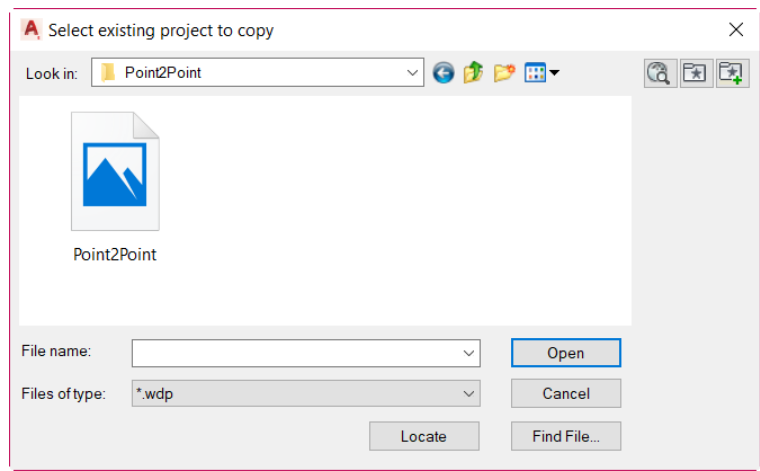

***Figure 2-68** The **Select existing project to copy** dialog box*
2. Choose **Browse** from this dialog box; the **Select existing project to copy** dialog box is displayed. In this dialog box, double-click on the **Point2Point** folder and then select **Point2Point.wdp** file displayed, refer to Figure 2-68. Next, choose the **Open** button; path of the *Point2Point.wdp* file is displayed in the edit box of the **Copy Project: Step 1 - Select Existing Project to Copy** dialog box.